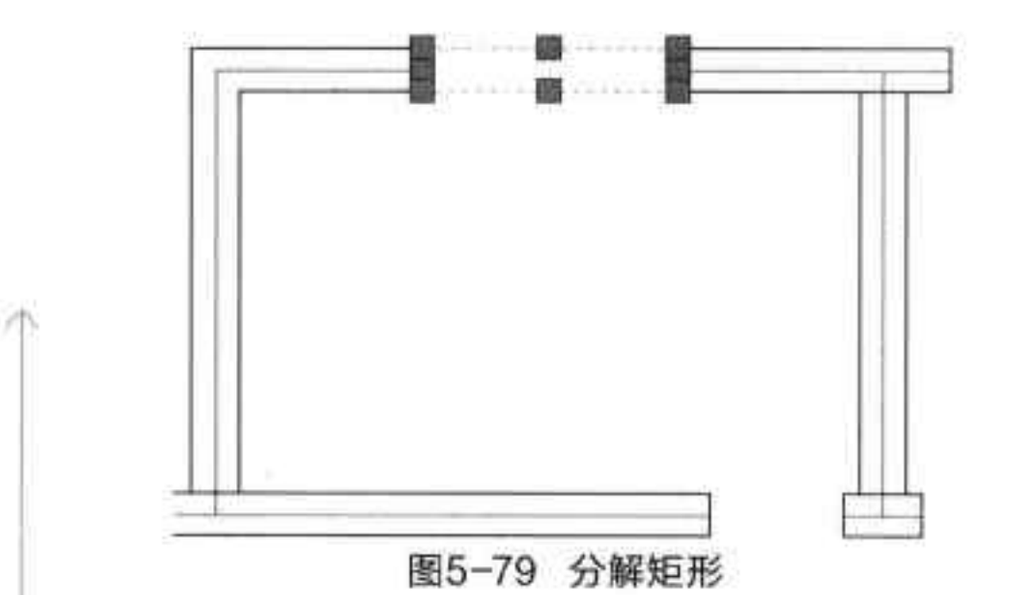

图5-79 分解矩形
Step12 在命令行中输入“x”后按下回车键执行“分解”命令，选中刚绘制的长方形，再次按回车键，分解矩形，如图 5-79所示。